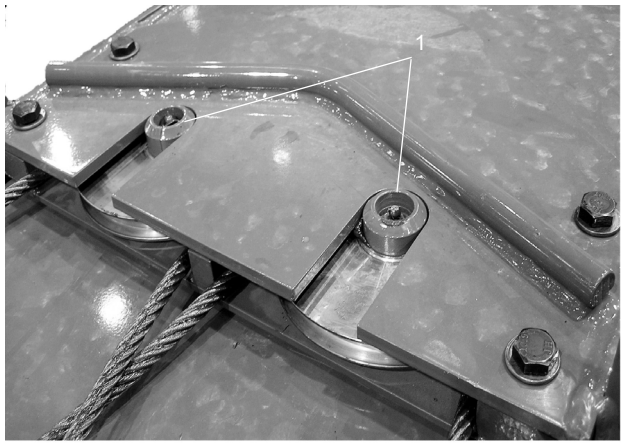

FIGURA 4-18
3. En la parte delantera superior de la sección central interior, quite los cuatro pernos y arandelas que fijan el conjunto de poleas de los cables sincronizadores (Figura 4-18, 1). Coloque el conjunto con los cables encima de la sección central exterior.